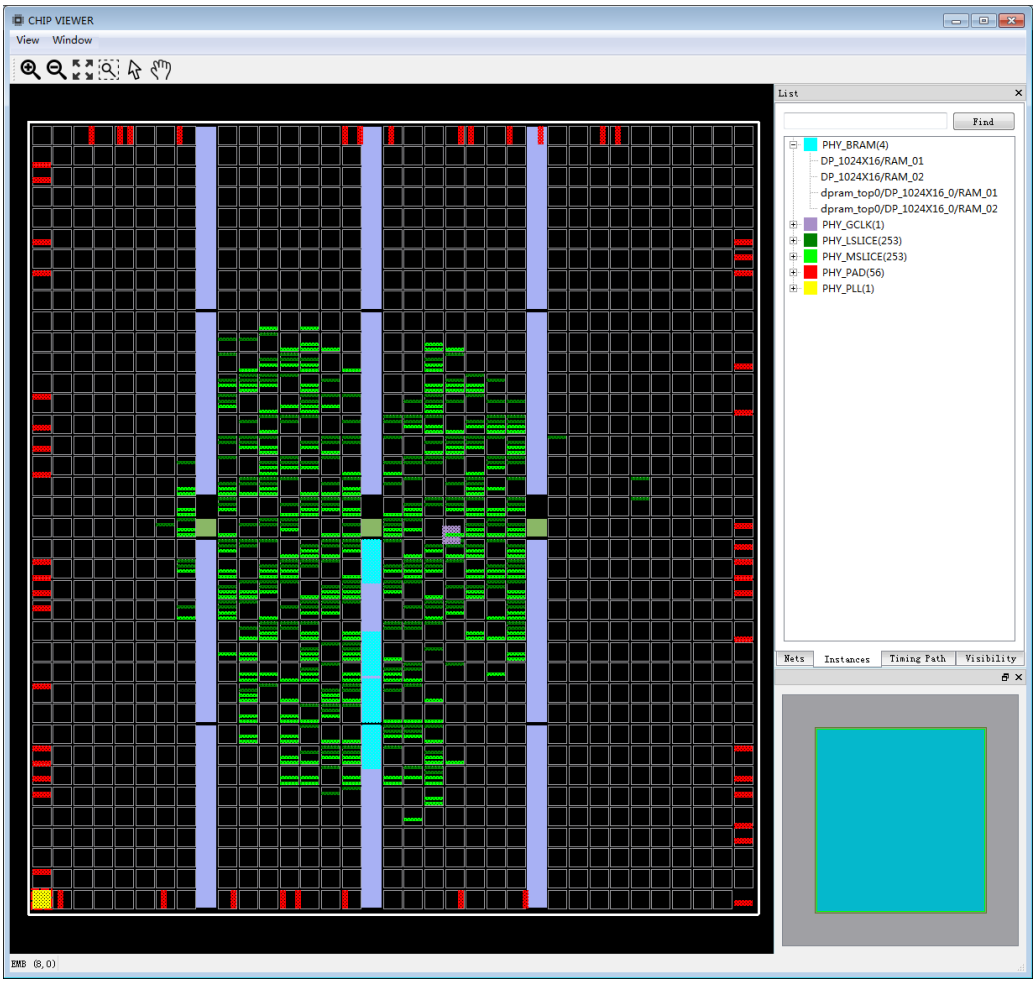

图 2
5. 打开 Chip Viewer（Tools -> Chip Viewer），在 Instances 中可以查找到各种物理资源的位置，如 mslice, lslice, EMB, DSP, PLL 等，如图 2 所示;